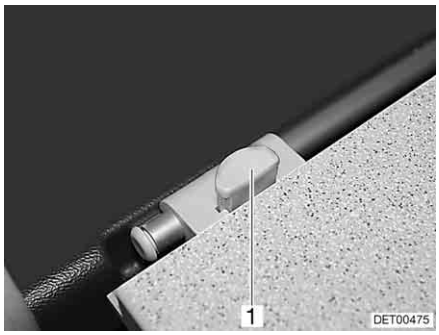

Fig. 68 Table-top lock (variant)
- When there is a lock: Press the release knob (Fig. 68,1) on the lock of the table top.